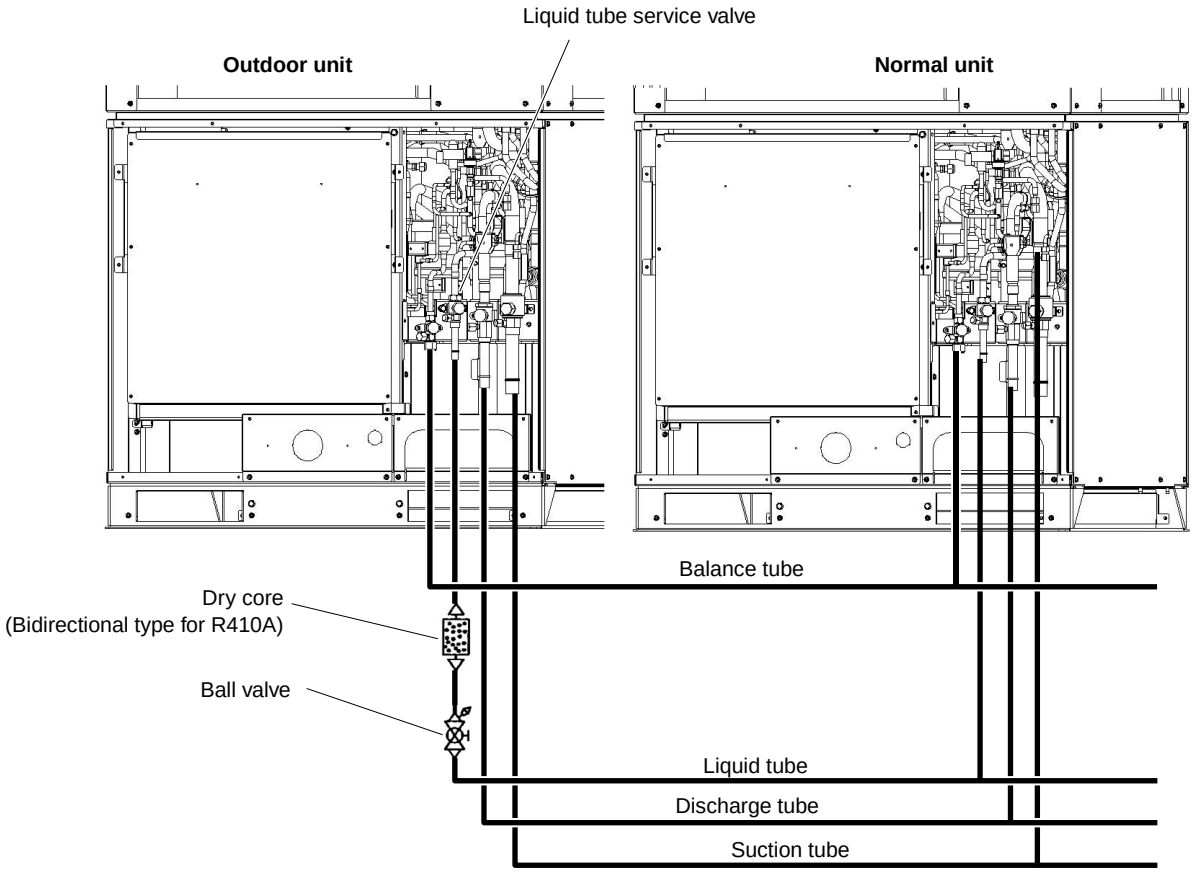

Fig. 19
(5) As shown in Fig. 19, disconnect the tube that runs from the liquid tube valve to the ball valve on all outdoor units where dry cores will be attached. Then attach the dry cores.
(6) At all outdoor units where dry cores are attached, pressurize with 3.3 MPa of nitrogen from the liquid tube service port and check for leaks.
(7) After evacuating all nitrogen gas from the tubing, apply vacuum from the liquid tube service port to all outdoor units where dry cores are attached until the pressure is –101kPa (5 Torr) or less.
(8) Fully open the liquid tube valve and ball valve on all outdoor units where dry cores are attached.
(9) Operate all outdoor units for approximately 3 hours (in either Heating or Cooling mode or mixed Cooling and Heating mode).
(10) Follow the above procedure, and replace all dry cores with new dry cores.
(11) Operate all outdoor units for approximately 20 minutes (in either Heating or Cooling mode or mixed Cooling and Heating mode).
(12) Follow the instructions in "3. Discharging Compressor Oil" and drain a small amount of the oil from the oil separators of all outdoor units where dry cores are attached. Check the color phase, odor, and other characteristics.
(13) If the results show that dry core cleaning is still necessary (for example, a color phase of 4.0 or higher), return to Step 11 and repeat until the results are normal (including a color phase of 3.5 or less).
(1) Refer to “Refrigerant recovery procedures (2) for indoor unit with no ball valve” under “5-2. Refrigerant Recovery Procedures (Indoor Unit).” Perform pump down of the refrigerant from all indoor units and inter-unit tubing to the outdoor unit side.
(2) Cut the liquid (narrow) tube at all outdoor units where dry cores will be attached, then attach the dry cores and ball valves as shown in Fig. 19.
(3) For the next steps, refer to (6) – (17) in **(A)** on the previous page.